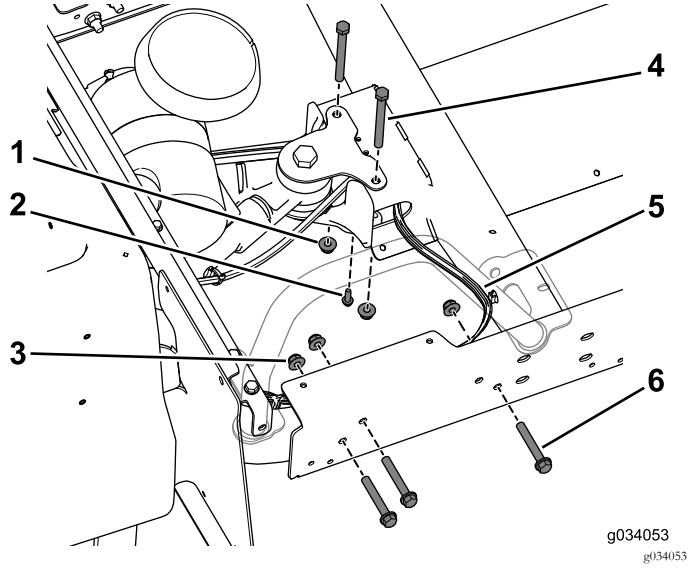

Figur 28
8. Montera förlängningsskenan löst på den bakre ramen med tre skruvar (3/8 x 2 1/2 tum) och flänsmuttrar (Figur 28). Gör samma sak på båda sidor av maskinen.
Obs: Kontrollera att kablaget kommer ut ur mittkanalen på höger sida (Figur 28).
9. Sätt fast bromskabelns T-stycke på mittkanalen med den självgängande skruven (1/4 x 3/4 tum) (Figur 28).
10. Montera mittkanalen löst på det bakre fästet med de två skruvarna (3/8 x 3 3/4 tum) och flänsskruvarna (Figur 28).